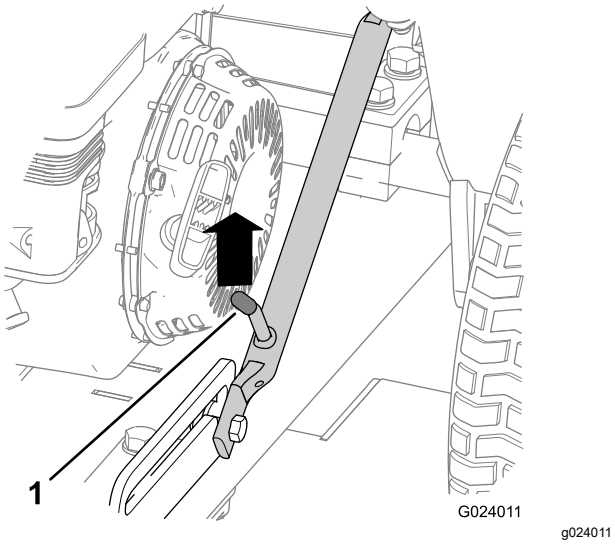

Figura 7
4. Sollevate il gruppo dell'attacco in modo che la leva del dispositivo di fermo sia sbloccata dal fermo di scorrimento (Figura 7).